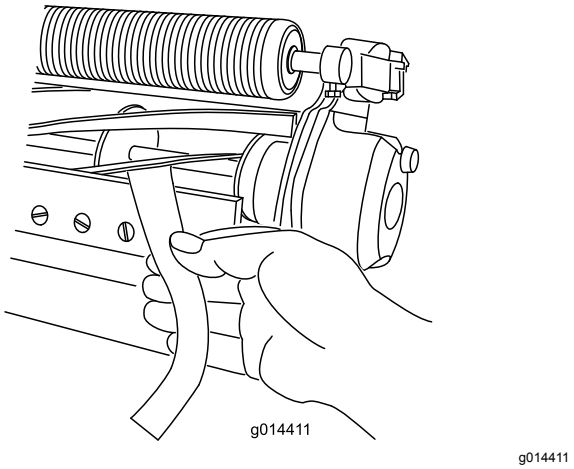

**Figur 5**
11. Testa klipprestandan genom att föra in en lång remsa av klipprestandapapper mellan cylindern och underkniven, i rät vinkel mot cylindern och underkniven (Figur 5). Rotera cylindern långsamt framåt och klipp papperet.